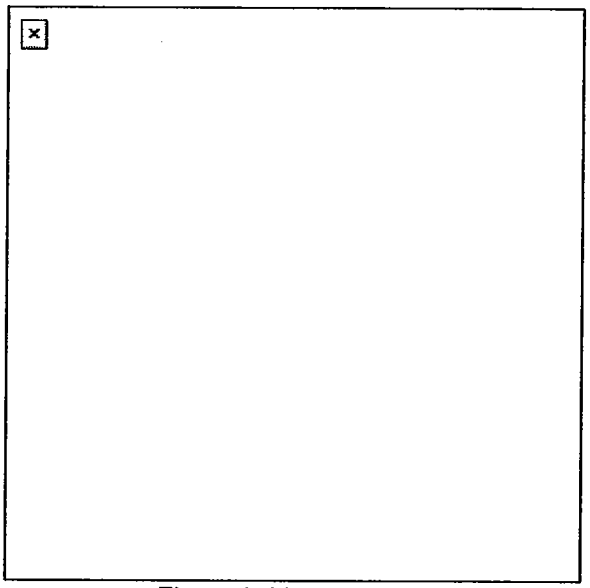

Figure 8. Linear target.
(2) Linear target. Initially aim just outside of either flank and fire. Traverse fire back and forth from flank to flank, covering the entire target area (Figure 8).